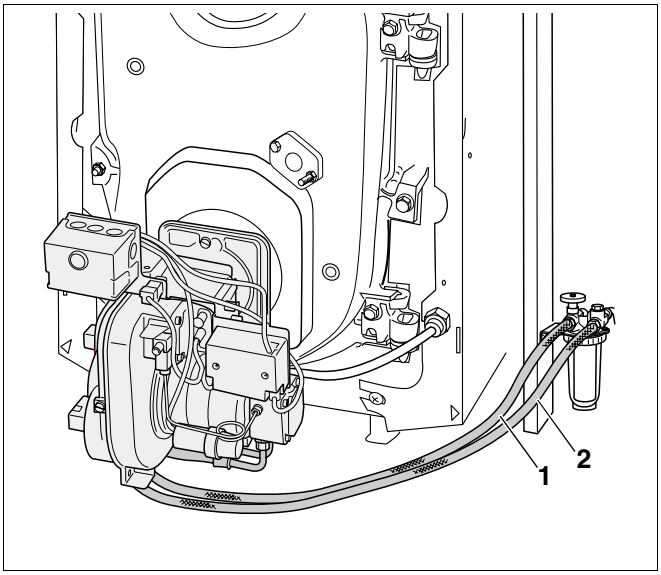

Рис. 4 Подключение топливопроводов
- Подключить топливные шланги (рис. 4, **поз. 1** и **2**; всасывающая и обратная линии топливопровода, накидная гайка 3/8" с подсоединением шланга) и выполнить подключение обратной линии (соблюдать направление стрелок).